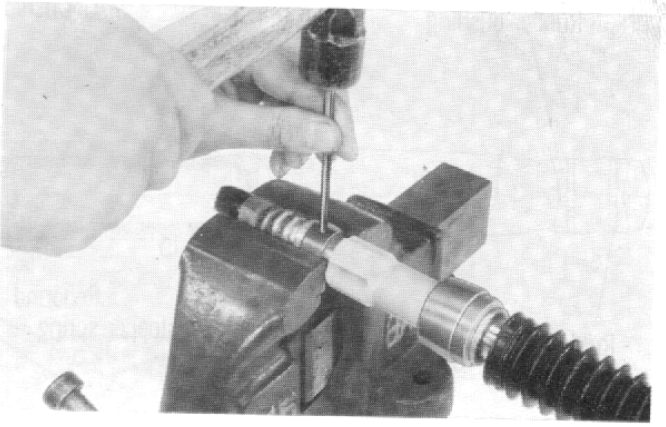

Fig. 67
(6) Pull out the pin which fixes the fork slide pipe, under holder and piston with a pin remover (Tool No. 07053-09801) as shown in Fig. 67.